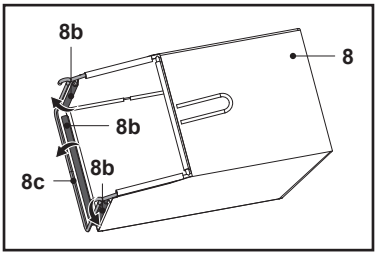

Fig. 5
1. Encaixe os três grampos de borracha (8b) na barra de suporte (8c) do recipiente de recolha de relva (8) (Fig. 5).
2. O recipiente de recolha de relva (8) está pronto a ser utilizado.